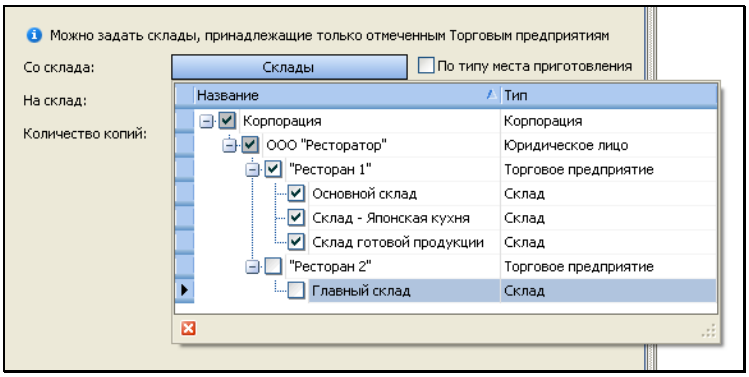

Рисунок 89 Окно Тип оплаты – Настраиваемый тип оплаты: выбор складов
5.2.1. Явно задать склады (см. Рисунок 89). Для этого нажмите на поле **Со склада** или **На склад** и отметьте галочками нужный склад или несколько складов. Если отмечено несколько складов,